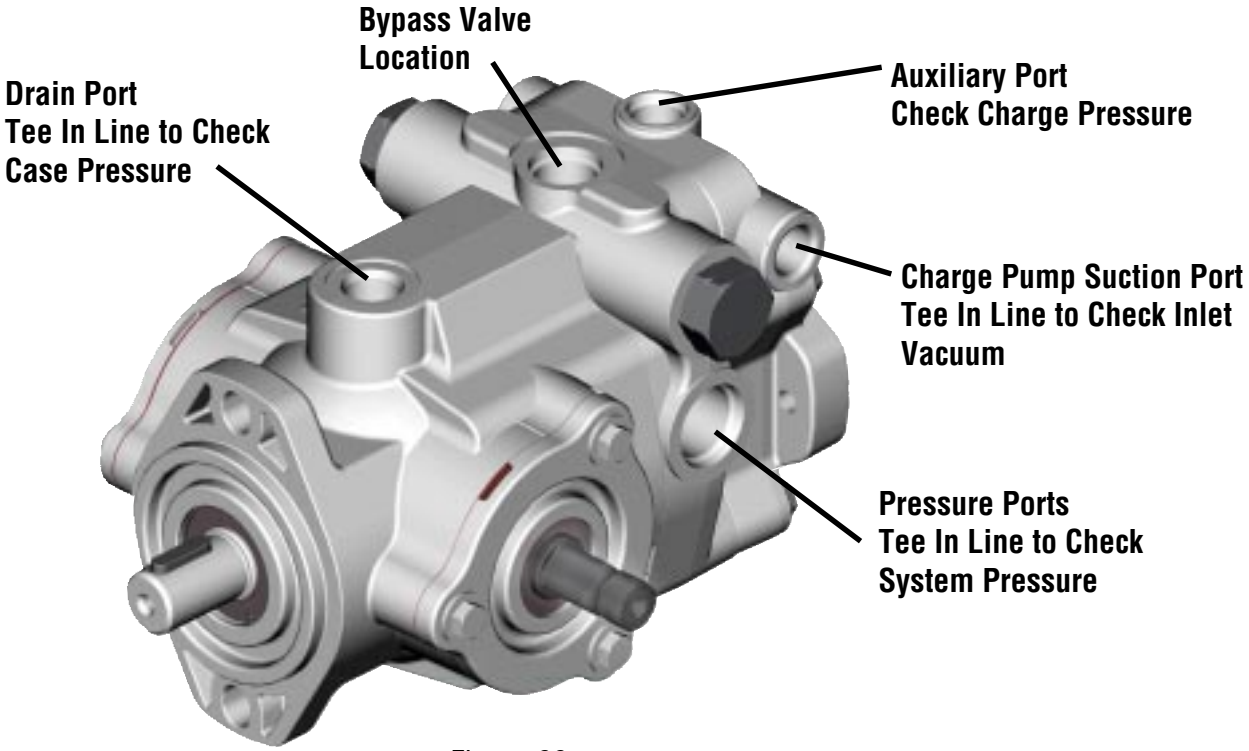

Figure 60
a. See figure 60 for location of pressure gauge installation.